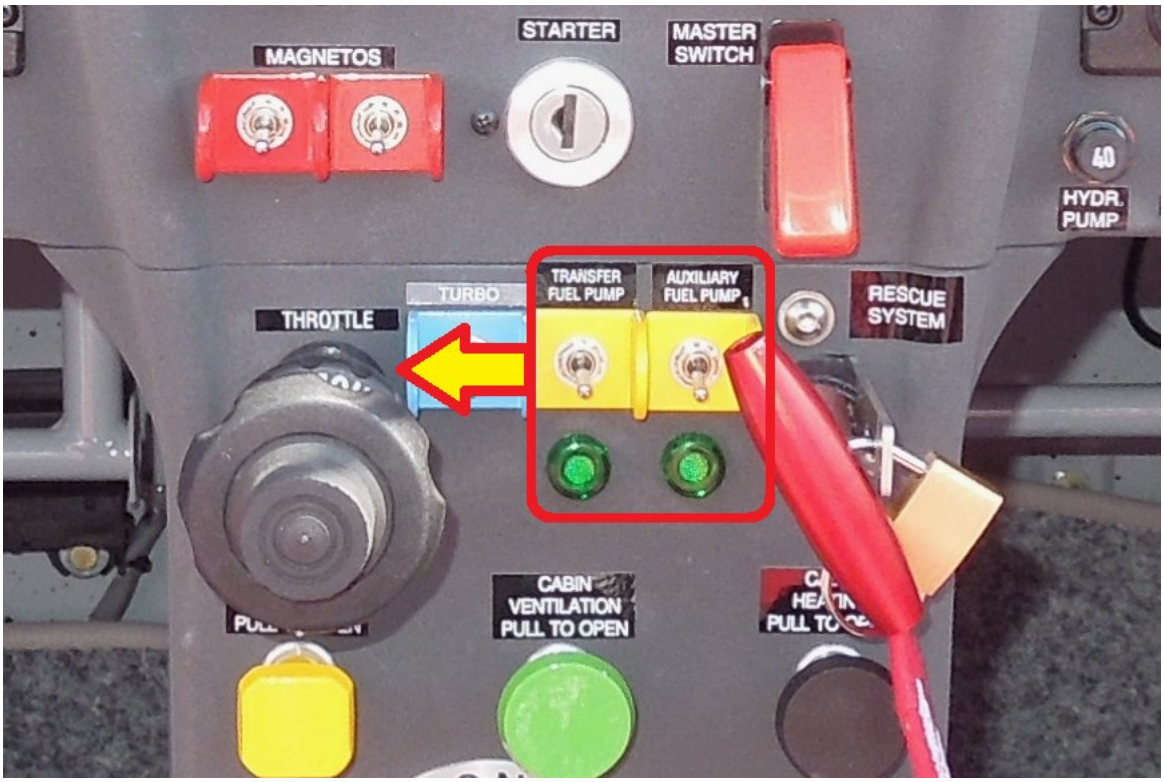

Figure 2
1.2. Move switches and check lights of “TRANSFER FUEL PUMP” and “AUXILIARY FUEL PUMP” to the left, due to space for EPS actuator protector (Figure 2).